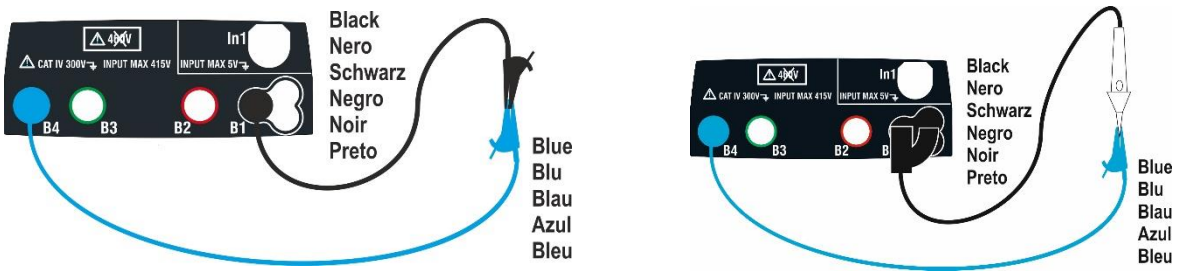

Fig. 7: Compensação da resistência dos cabos individuais e da ponteira remota
5. Efectuar, se necessário, a compensação da resistência dos terminais de medida ligando os cabos ou a ponteira remota conforme o indicado na Fig. 7